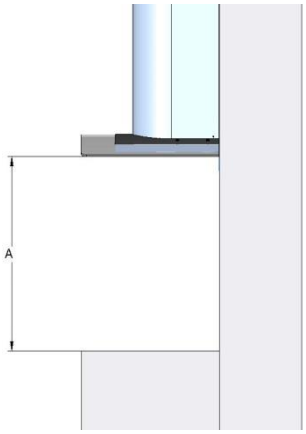

Рис. 2
2. Приложите корпус вытяжки к стене, сохраняя минимальное расстояние А (65 см для электрических и 75 см для газовых плит) между нижним краем вытяжки и поверхностью для приготовления пищи на плите (рис. 2).